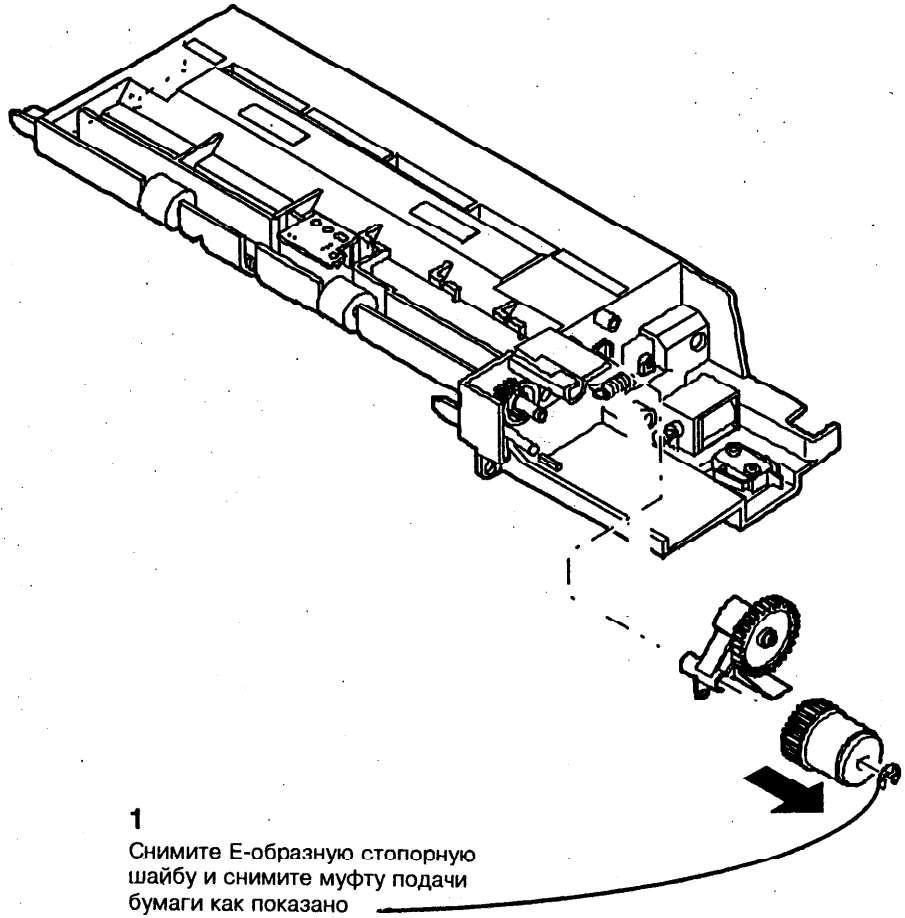

Рис. 1. Снятие муфты подачи бумаги
2. (Рис. 1) Снимите муфту подачи бумаги .